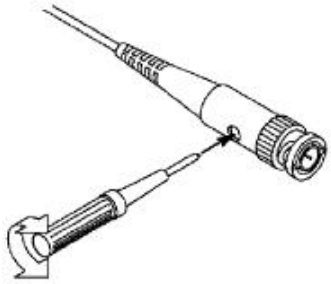

Fig. 3-3: Ajuste da sonda
2、 Verifique a forma de onda exibida e ajuste a sonda até que a compensação esteja correta. Consulte as Fig. 3-2 e Fig. 3-3.